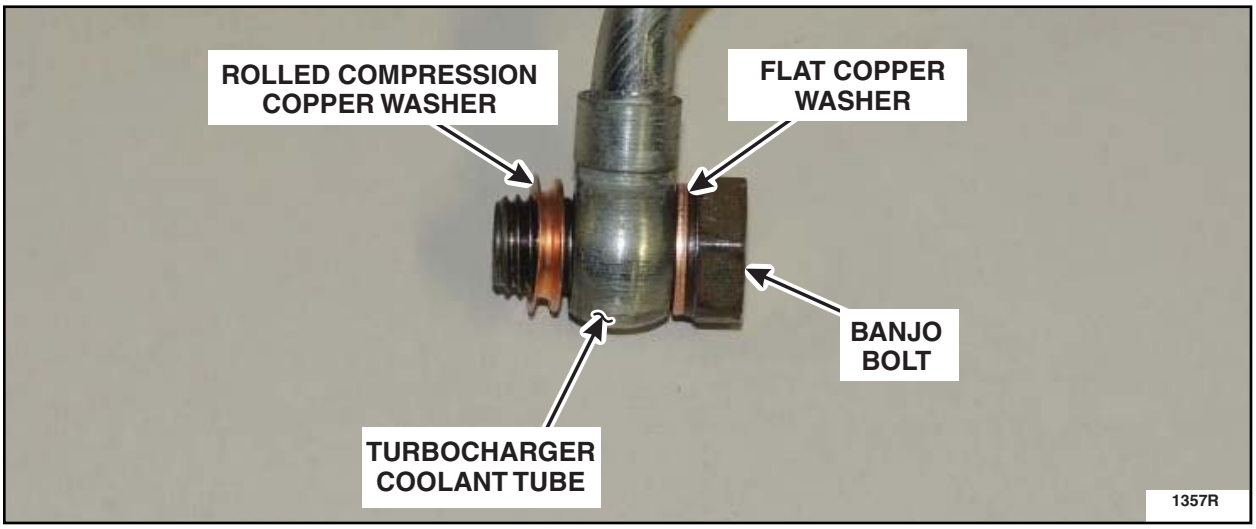

FIGURE C13
NOTE: When reinstalling the turbocharger inlet and outlet coolant tubes, the *new* banjo bolt copper washers must be installed as follows: See Figure C13.
15. Install the vehicle parts kit supplied banjo bolt copper washers and the banjo bolts onto the turbocharger coolant inlet and outlet tubes. See Figure C13.